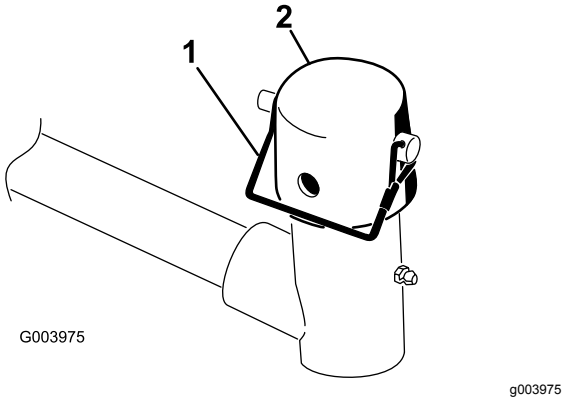

Figur 7
6. Fjern ringstiften fra løftearmens dreiegaffel. Ta deretter av påfyllingslokket (Figur 7).
10. Fest hetten og bærerammeakselen til løftearmsgaffelen med låsestiften (Figur 7).